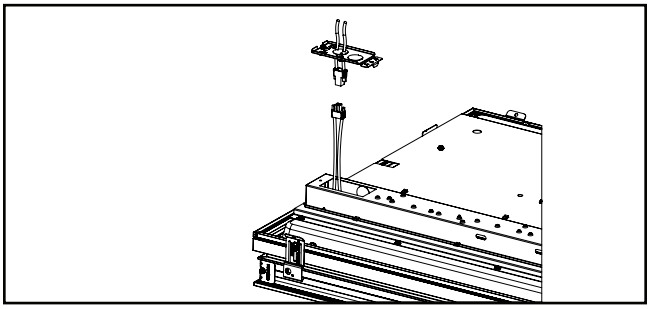

Figure 5.
7. Retirez l'entrée défonçable pour acheminer le câble d'alimentation. Fixez le fil de mise à la terre au fil d'alimentation de mise à la terre. À l'aide du raccord linéaire, fixez le fil noir (tension) au fil d'alimentation noir, et le fil blanc (neutre) au fil d'alimentation blanc (Fig. 5).
REMARQUE : Le luminaire est compatible avec les systèmes de batterie de secours y compris les modèles EBPLED7W et EBPLED14W de Surelites. Si vous utilisez un système de batterie de secours, retirez le couvercle du pilote pour accéder aux fils d'alimentation DEL et suivez les instructions de câblage de la batterie de secours (Fig. 5). Assurez-vous de réinstaller le couvre-joint du pilote après avoir effectué le câblage.